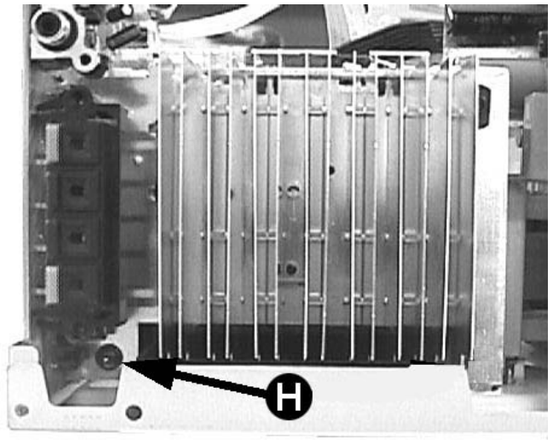

figure 9
1) Loosen 1 screw H as shown in figure 9 to remove the Combi board assembly.